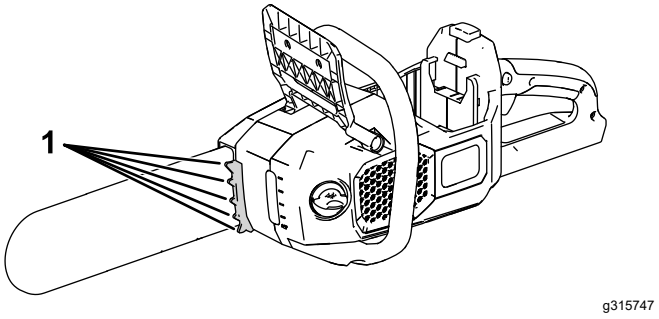

**Figuur 12**
**Opmerking:** Met de kam (Figuur 12) kunt u de zaag licht aandrukken.